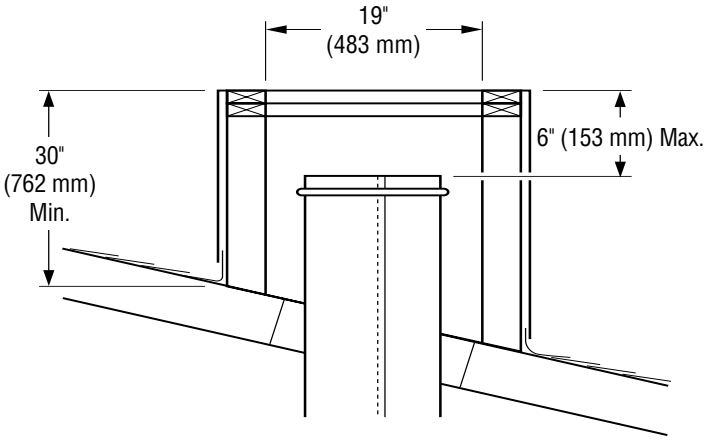

Figure 21 - Constructing Chase
1. Construct chase as illustrated in Figure 21. ***Note:*** The shortest vertical side must be at least 30" high and minimum inside dimension must be at least 19" as shown in Figure 21.
2. Add pipe sections to chimney system as outlined in fireplace installation instructions until last piece of chimney is a maximum of 6" below top of chase (see Figure 21).